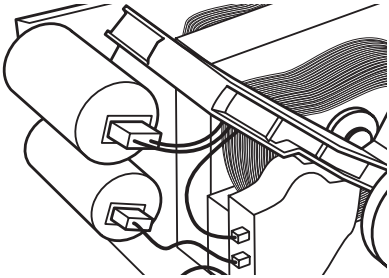

Figure 9c - Motor capacitors.
12. If the motor has two capacitors attached as shown in figure 9c, perform the following. Otherwise, skip to step 13. Remove and check motor capacitors: each capacitor can be removed by disconnecting the capacitor connector and removing the nut on the capacitor end (see figure 9c). The capacitor connectors are keyed to facilitate correct connection, and are black on black for the run capacitor and light green and gray for the start capacitor. Contact both leads to check inductance of capacitors. Start capacitor inductance should be 189–227 μF; run capacitor inductance should be 22.3–24.7 μF. Proper torque is 9–12 Nm for each.